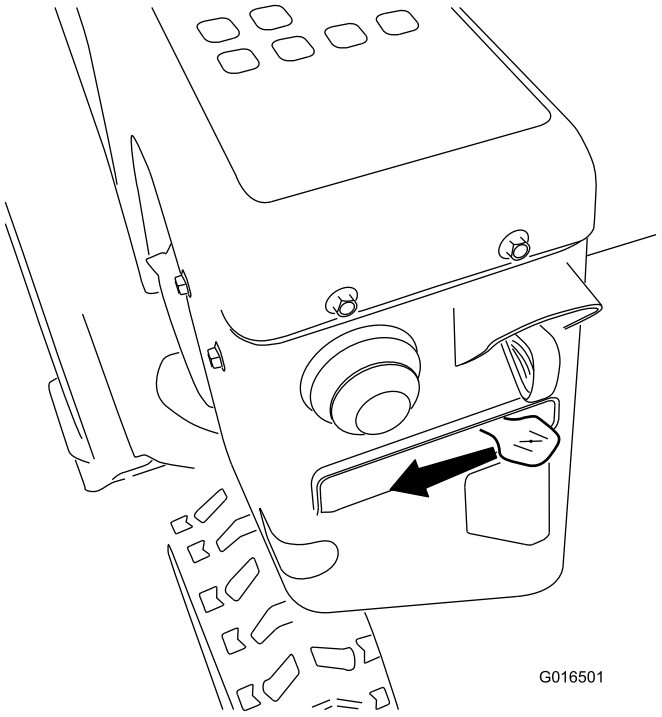

Рисунок 28
5. Переведите заслонку в положение Choke (Заслонка) (Рисунок 28).